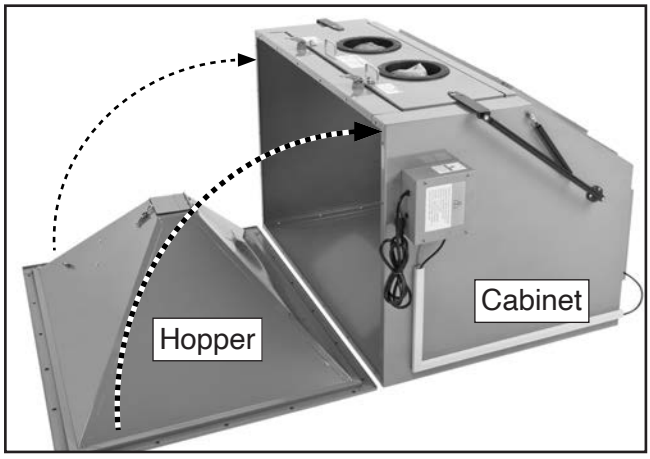

Figure 7. Unpacking cabinet.
2. Tilt cabinet off of hopper, as shown in **Figure 7**, and place cabinet on its back. Leave hopper in place on pallet.